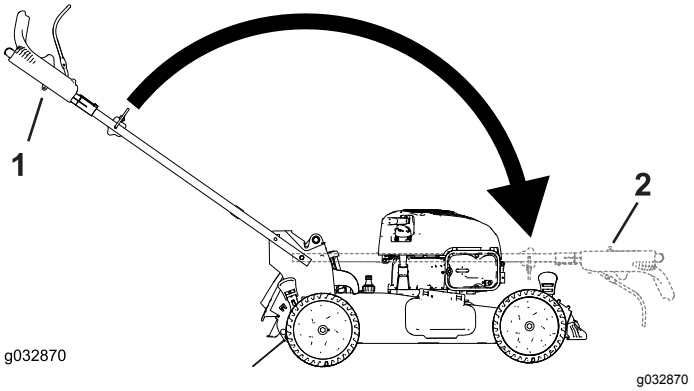

Figur 29
3. Fold håndtaget ved at dreje det fremad (Figur 29).